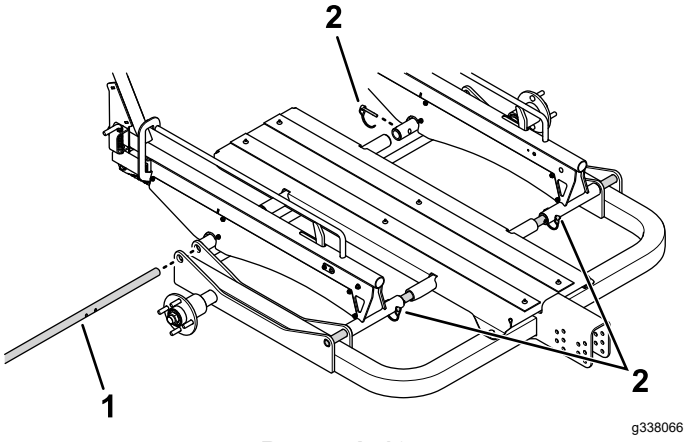

Rysunek 19
2. Do montażu drążków wsporczych przez otwory w zestawie do wspornika środkowego i ramy głównej (Rysunek 19) potrzebna jest pomoc drugiej osoby, która przytrzyma zestaw kołowy lub zestaw szynowy oraz wspornik środkowy.